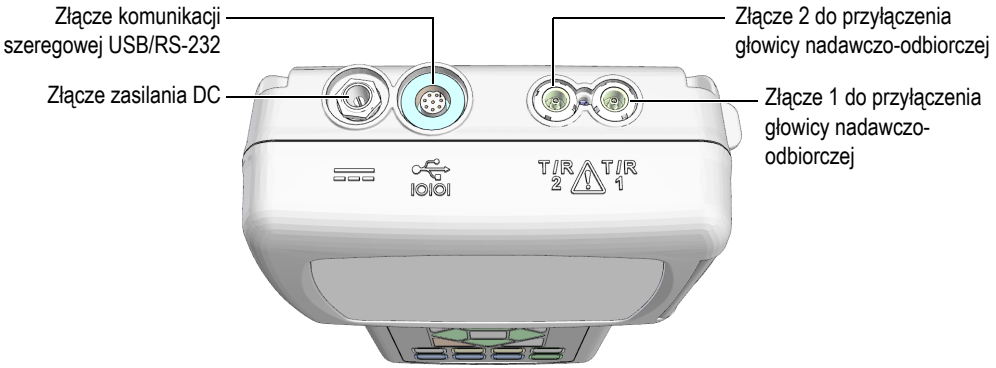

Rysunek 1-4 Złącza na górze urządzenia
Złącza zasilania prądem stałym (DC), komunikacji USB/RS-232 i złącza głowic nadawczo/odbiorczych znajdują się u góry przyrządu 39DL PLUS (patrz Rysunek 1-4 na stronie 43).